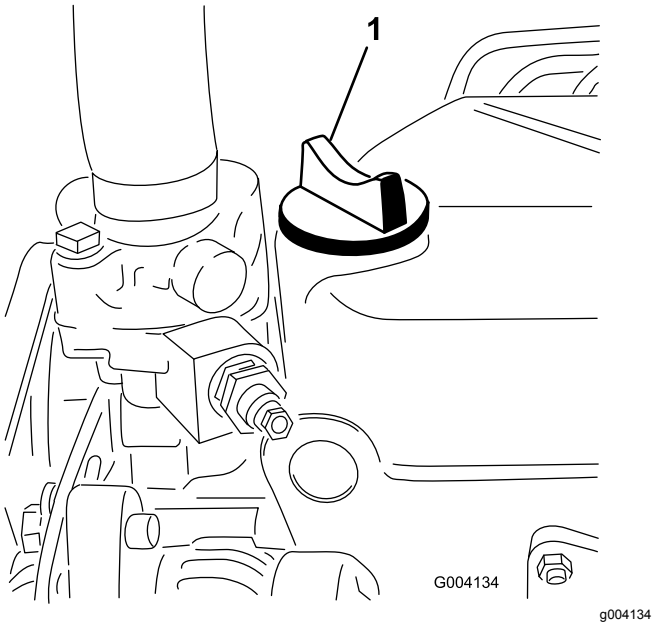

**Figur 30**
5. Om oljenivån inte når upp till markeringen Full på oljestickan (Figur 30) fyller du på olja tills nivån når upp till markeringen.